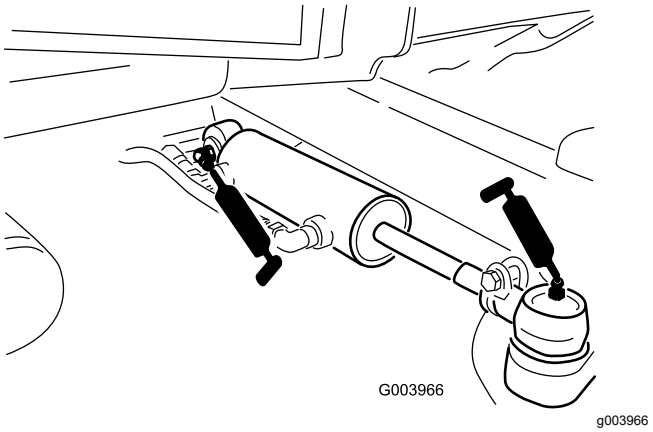

Figuur 106
- Kogelverbindingen van stuurcilinder (2) (Figuur 106)